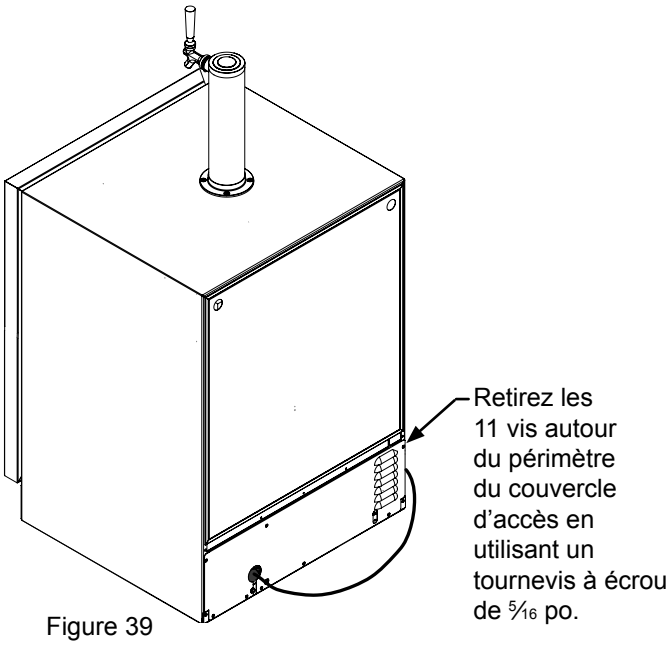

Figure 39
14. Retirez le couvercle d'accès arrière (voir Figure 39), puis utilisez une brosse et un aspirateur pour nettoyer la saleté et les débris du compartiment de l'appareil.